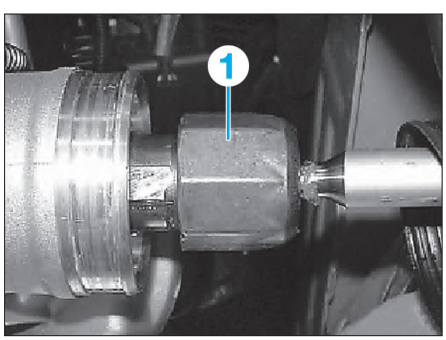

Fig. 15
• A l’aide d’un outil de modèle courant (38 mm), déposer l’articulation (1) sur la crémaillère du boîtier de direction **(Fig.15)**.